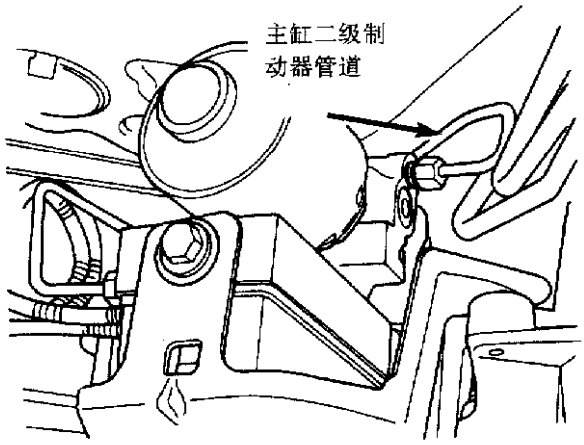

图 10－35　主缸二级制动器管道与液控单元的连接
⑧松开并拆下固定液控单元安装支架和前悬横梁的 3 个螺栓(图 10－36)。
⑨将液控单元及其安装支架作为一个总成从车上拆下。